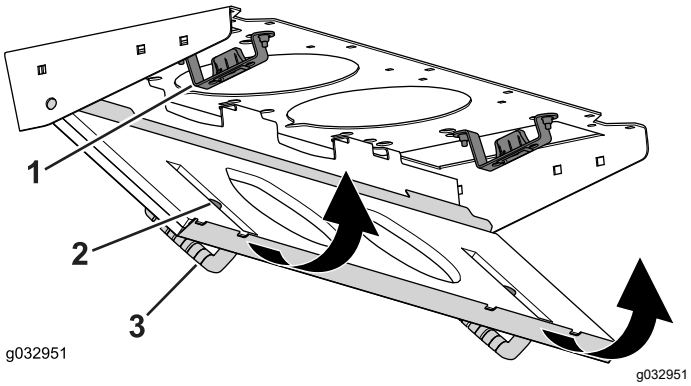

Bild 88
4. Drehen Sie das Filtersieb um die Nasen, bis der Riegel in der Riegelbefestigung einrastet (Bild 88).